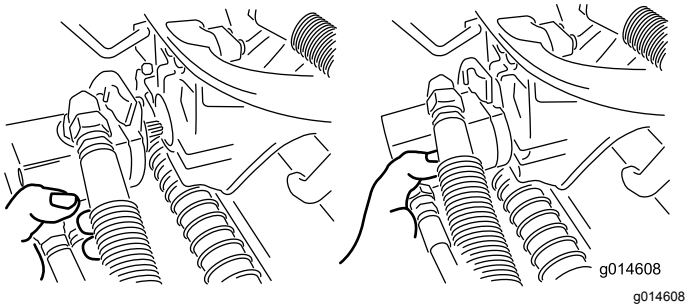

Figur 33
3. Flytta motorn till förvaringsutrymmet framför upphängningsarmen (Figur 33).